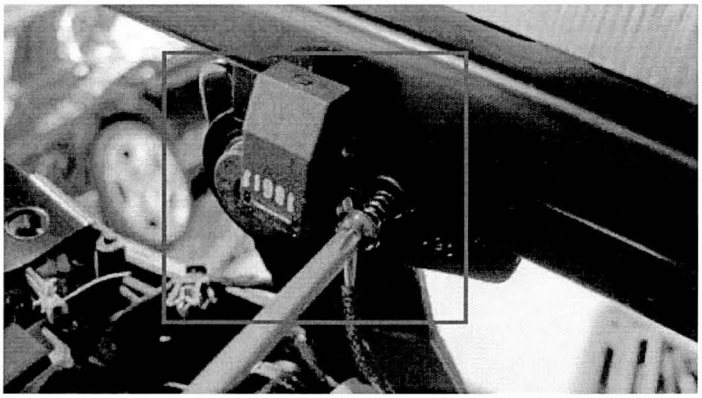

Figure 27
4. Referring to Figure 27, remove and discard the screw which secures the proximity sensor to the seat rail and remove the sensor from the rail
- Referring back to Figure 27 – Locate the sensor tang and push fit the senor into the seat frame, secure the sensor to the frame using a new screw with the part number N907 321 03